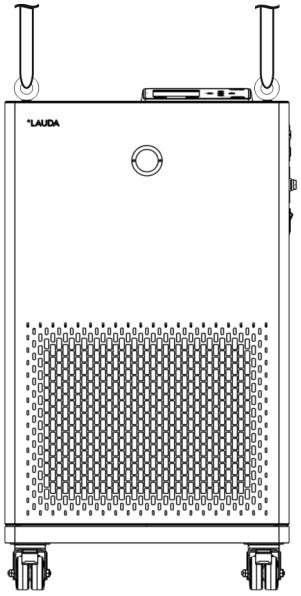

Fig. 4: Lift device
8. **Fig. 4:** Screw the two ring bolts all the way into the thread connection ⑧ (M10 or M16) on the top of the casing. Turn them clockwise to do so.